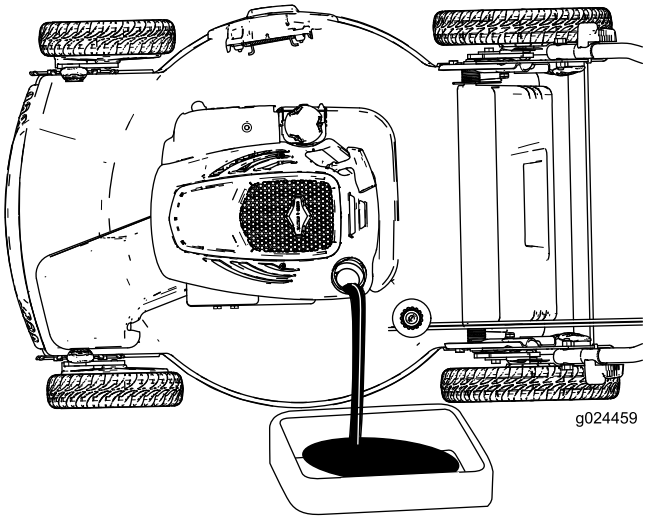
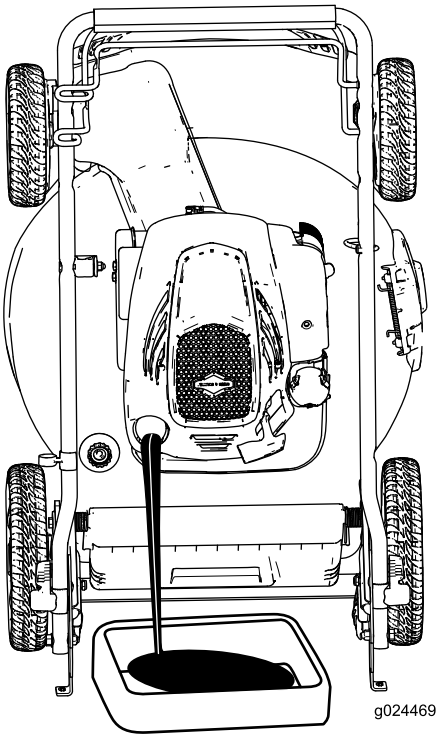

Figur 23
Figur 24
4. Vend gressklipperen over på siden, med peilestaven ned (Figur 23), eller plasser maskinen i vertikal stilling (Figur 24, se Oppbevare maskinen i vertikal oppbevaringsstilling (side 12)) for å tømme den brukte oljen ut gjennom oljefyllingsrøret.